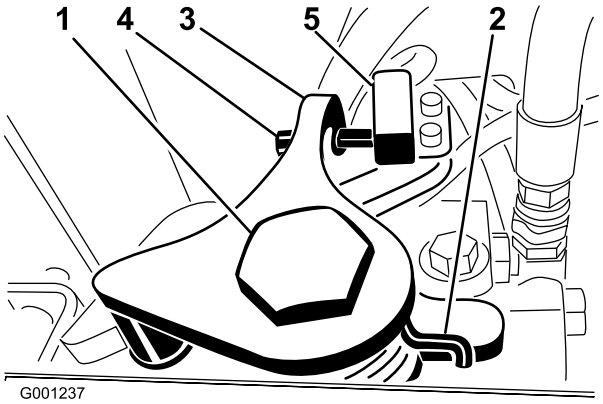

Figur 57
3. Lossa fästskruven på den motsatta sidan av justeringskammen för hjuldrivning (Figur 57).
7. Justera skruven på neutralretursarmen (Figur 57) tills mellanrummet mellan skruvänden och brytarkontakten är 2,3–3,8 mm.